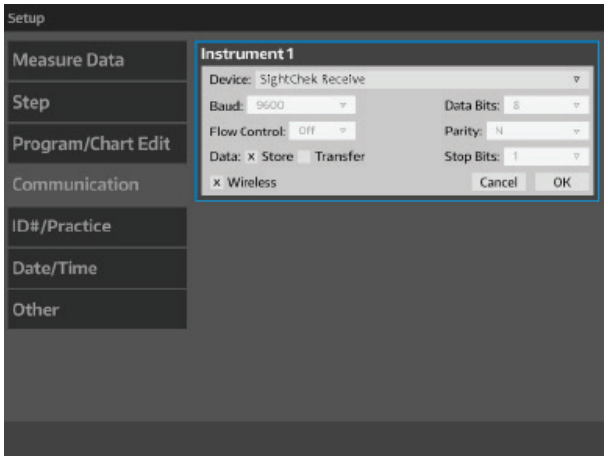

Figure IS-40 Settings Menu
3. Select if this data is being Stored or Transferred, and select the appropriate box(es). Refer to Figure IS-40.
4. If this is being connected wirelessly, check the Wireless box. Refer to the Wireless Dongle Kit instructions for further information on setting up wireless communication. Refer to FIgure IS-40.
5. Touch **OK** to save the settings and close the Instrument1 settings box, and go back to the Communication screen. Refer to Figure IS-40.